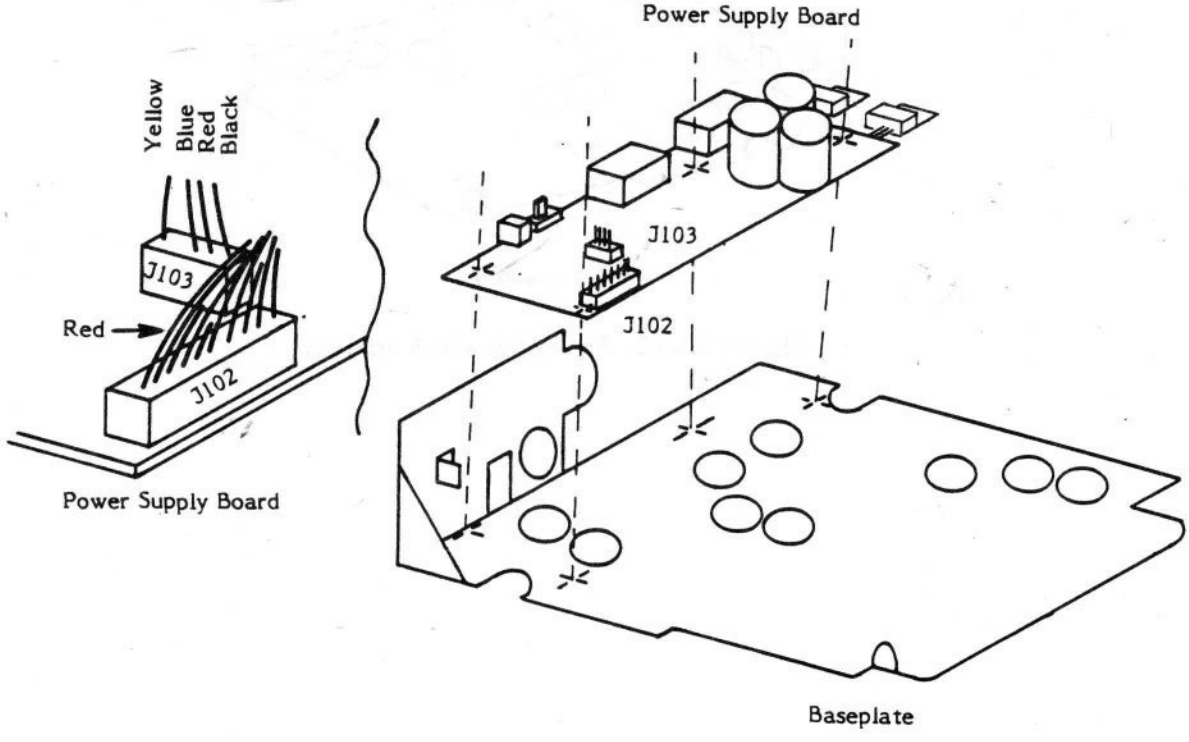

Figure 8B-9. Power Supply Board Removal
6. Disconnect the two wiring harnesses plugged into the Power Supply board (J102 & J103). Be sure to note the polarity and location for Reassembly (See Detail in Figure 8B-9).